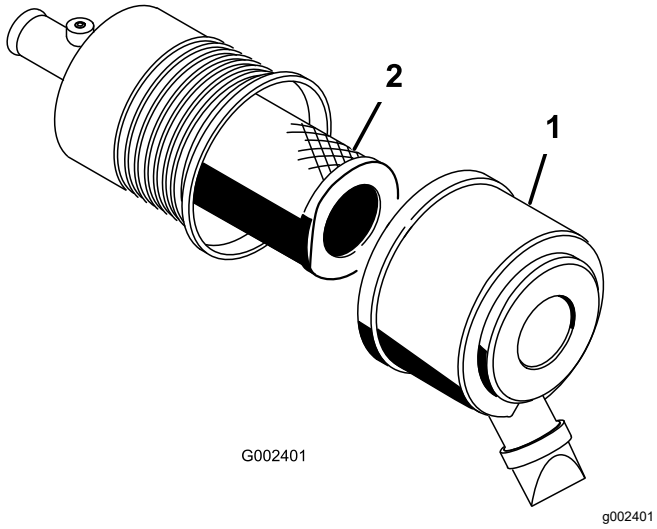

**Bild 33**
1. Lösen Sie die Riegel am Luftfilter und ziehen Sie die Abdeckung vom Luftfiltergehäuse ab (Bild 33).
3. Schieben Sie den Filter vorsichtig aus dem Luftfiltergehäuse heraus (Bild 33).
5. Schieben Sie den Filter vorsichtig auf das Gehäuserohr (Bild 33).
6. Bringen Sie die Luftfilterabdeckung mit der Seite nach oben an und rasten Sie die Riegel ein (Bild 33).